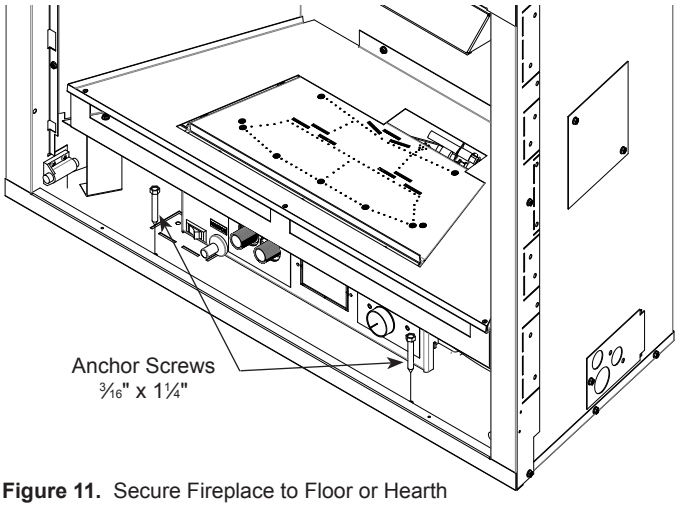

Figure 11. Secure Fireplace to Floor or Hearth
2. Secure the firebox with two anchoring screws (3⁄16" x 1¼" length) supplied with the fireplace system. Figure 11.